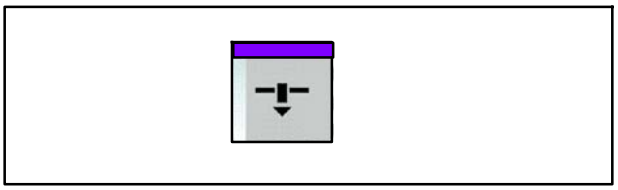

Fig. 140 Touche Lever/abaisser les butées
4. Appuyer sur la touche Lever/abaisser les butées (Fig. 140) pour relever les butées